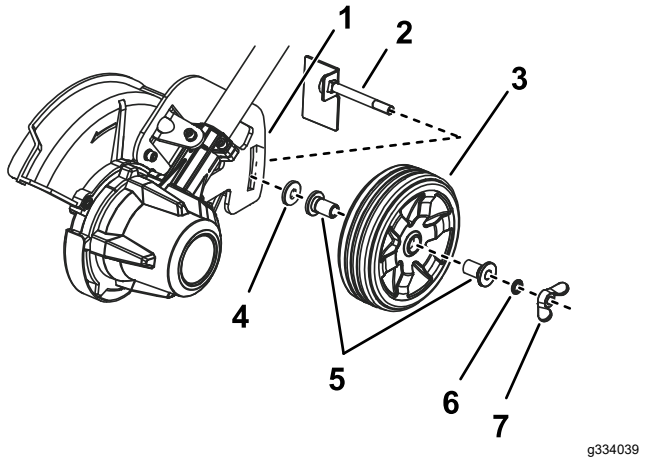

Figura 15
2. Retire la tuerca de orejeta, la arandela, los casquillos, la rueda, la arandela de goma y el eje de la rueda de la ranura de profundidad de corte del cortabordes (Figura 15).
4. Introduzca el eje de la rueda a través de la ranura, con la pestaña hacia abajo, como se muestra en la Figura 15.
5. Instale la arandela de goma, los casquillos, la rueda, la arandela pequeña y la tuerca de orejeta en el eje (Figura 15).